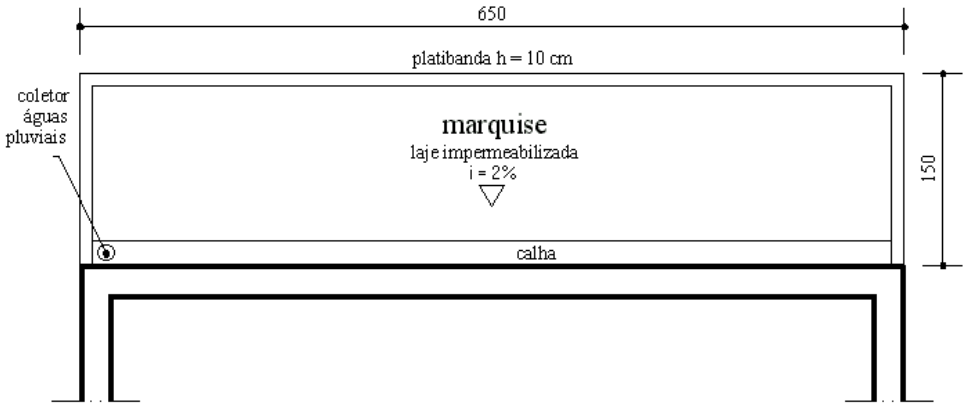

FIGURA 9
C.1.13) Marquise: Deve-se apresentar a planta da marquise, vista no pavimento superior a ela (se houver) ou em detalhe, indicando o material de que é feita, bem como o seu caimento e demais elementos que, obrigatoriamente, devem impedir o lançamento de águas pluviais nos passeios e logradouros. Abaixo uma sugestão de representação, com caimento em direção à fachada do edifício e sua respectiva inclinação, calha e condutor de águas pluviais para o passeio, conforme FIGURA 9.